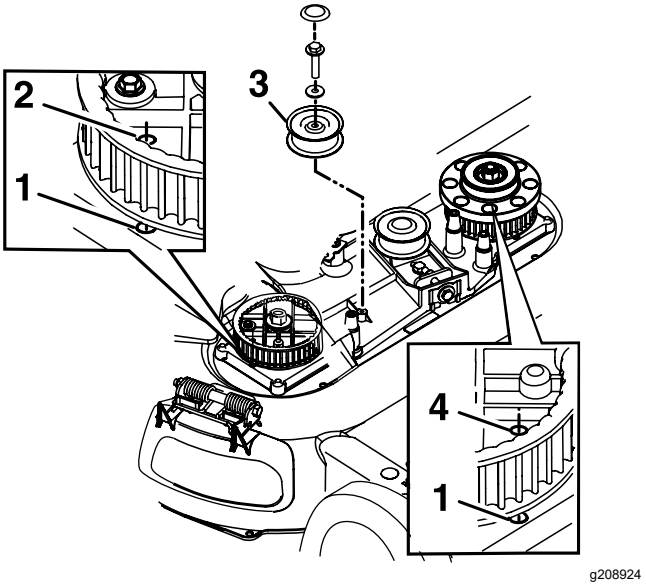

Figura 37
8. Retire la polea tensora fija y los herrajes (Figura 37).
10. Alinee los taladros de los piñones de la izquierda y de la derecha con los taladros de la carcasa, según se muestra en Figura 37.